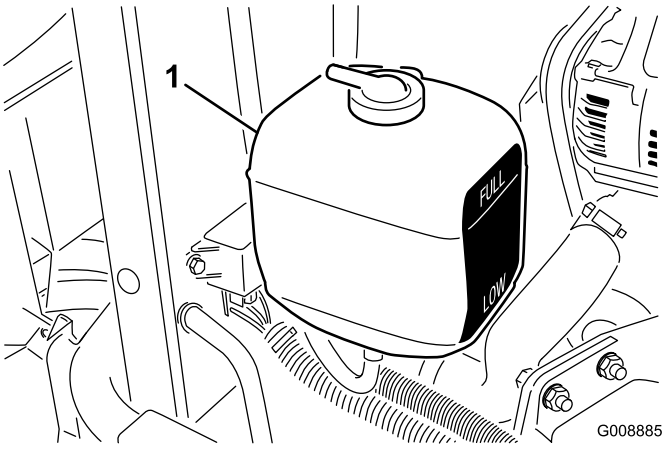

Figur 39
1. Kontroller kølevæskestanden i ekspansionsbeholderen (Figur 39).